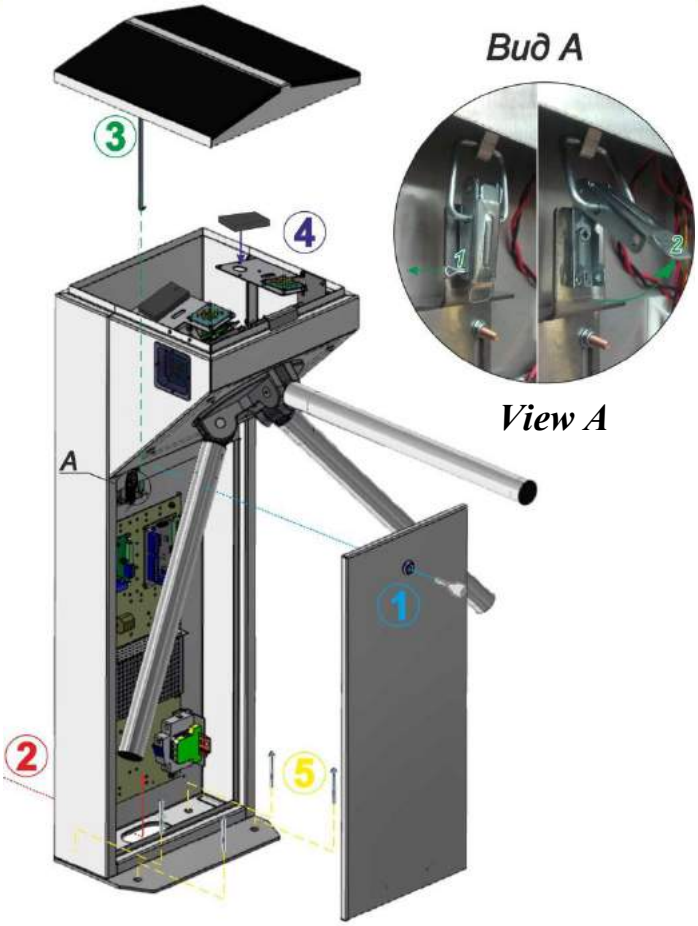
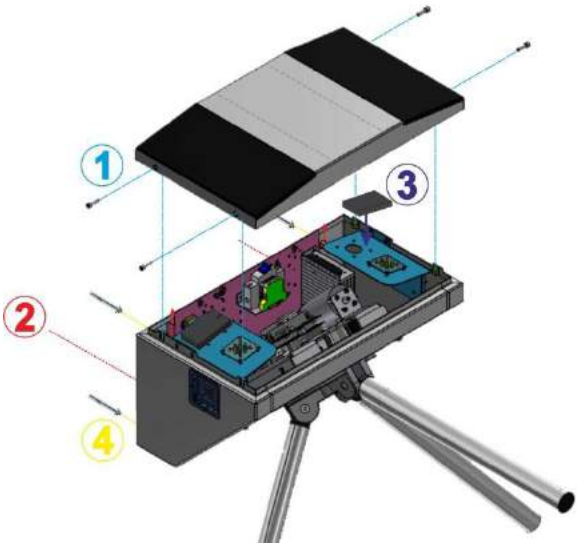

Fig. 15 – General view of the "CENTURION-M" and "BASTION-M" tripod turnstiles assembly
Fig. 17 – General view of the "SKULL-M" tripod turnstile assembly
8) The rack door to be removed by turning the lock key (*Fig. 15*) to access to the "**CENTURION-M**" and "**BASTION-M**" tripod turnstile base fixation and service holes as well as terminal blocks.
The lock pin (1) to be removed and the latch (2) to be opened by lifting it up to remove the rack lid (*Fig.15 , View A*).
10) The lid to be removed by unscrewing 4 screws on butt ends (*Fig. 15*) to access to the "**SKULL-M**" tripod turnstile fixation and service holes as well as terminal blocks *(See Fig.17).*